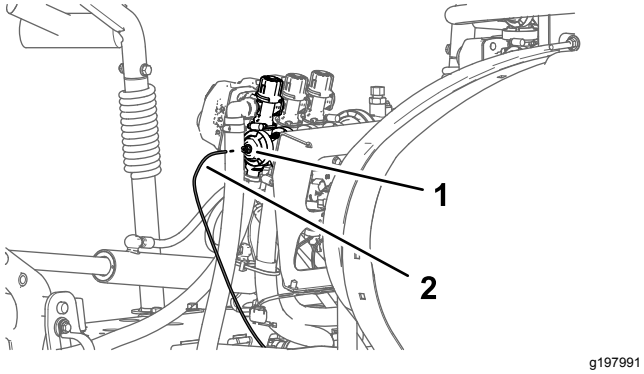

Rysunek 27
1. Wcisnąć kołnierz złączki rurki do pokrywki prawego zaworu sekcji wysięgnikowej (Rysunek 27).
2. Wyciągnąć rurkę czujnika ciśnienia do wskaźnika liniowego ze złączki rurki (Rysunek 27).